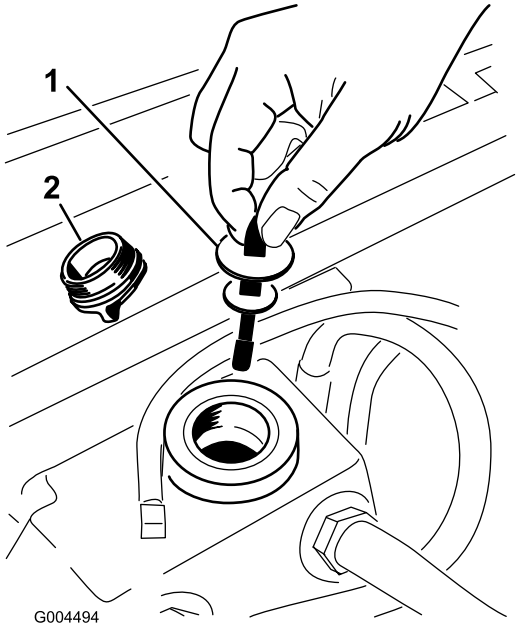

**Figur 63**
5. Lossa hydraultankens påfyllningslock (Figur 63) från påfyllningsröret.
6. Ta ut oljestickan och torka av den med en ren trasa (Figur 63).
7. Sätt i oljestickan i påfyllningsröret; ta ut den igen och kontrollera vätskenivån (Figur 63).